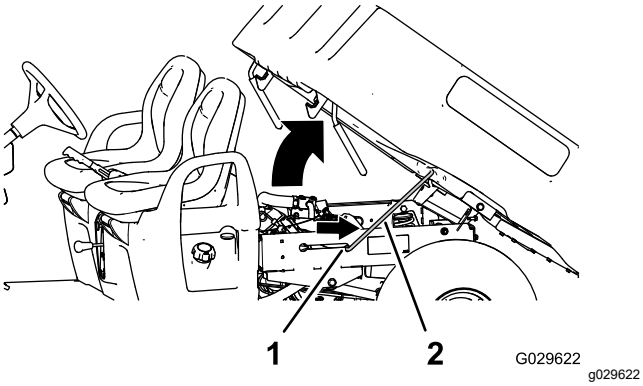

Figur 15
2. Træk støttepinden ind i den forsænkede åbning for derved at fastgøre ladet (Figur 15).
2. Træk støttepinden ud af den forsænkede åbning (Figur 15).
3. Sænk ladet, indtil det låses sikkert på plads (Figur 15).